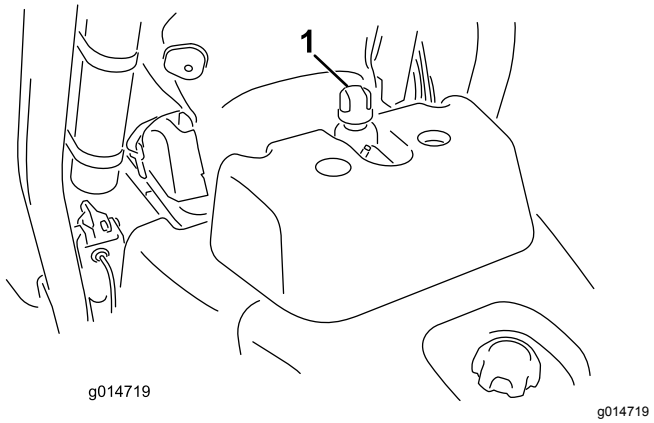

Figur 32
2. Skruva av tanklocket (Figur 32).